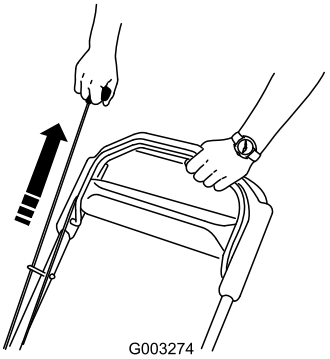

Figur 18
3. Dra i startsnöret (Figur 18).